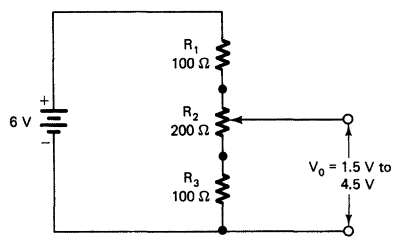

FIGURE 3-6D Voltage-divider circuit.
1. Refer to the circuit shown in Fig. 3-6D.
5. Construct the circuit shown in Fig. 3-6D using your calculated values of R_1 and R_3.